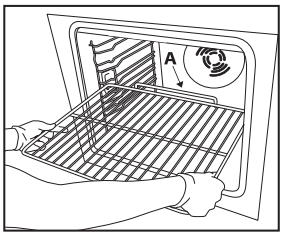

Рис. 1
1. Вставте решітку горизонтально, піднятою частиною “A” догори (Рис. 1).